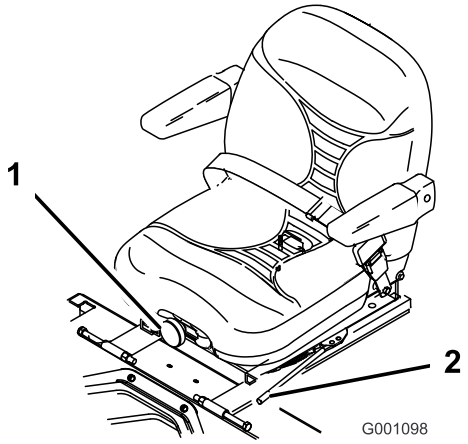

**Figur 26**
1. Sædet kan justeres ved at flytte håndtaget til siden for at låse sædet op (Figur 26).
Drej på knappen foran på sædet for at opnå den mest behagelige position (Figur 26).